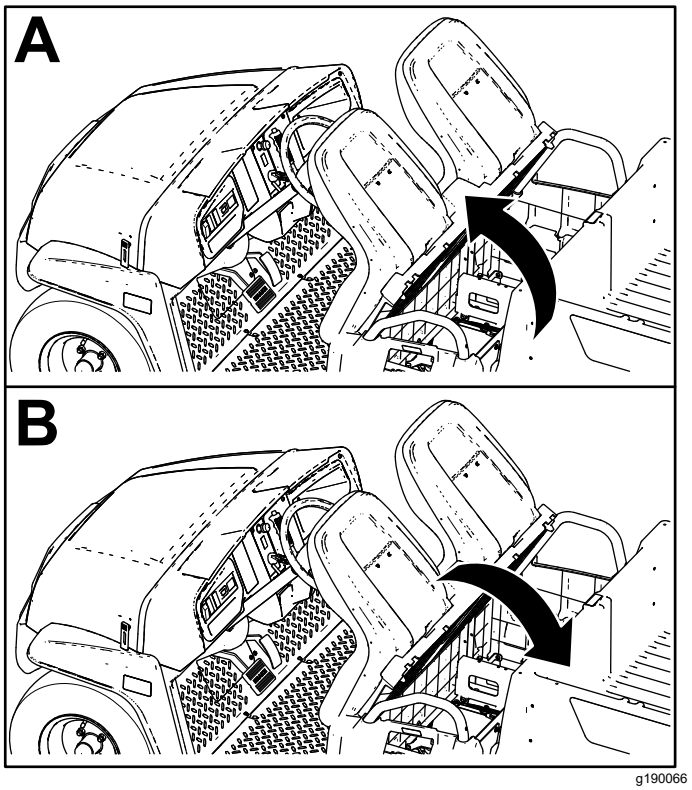

Figura 26
Para elevar el conjunto de asientos, empuje el conjunto de asientos hacia adelante hasta que descanse sobre el volante (Figura 26).
Para bajar el conjunto de asientos, empuje el conjunto hacia atrás hasta que encaje en su posición inicial (Figura 26).
1. Empuje el conjunto de asientos hacia adelante a la posición elevada (Figura 26).